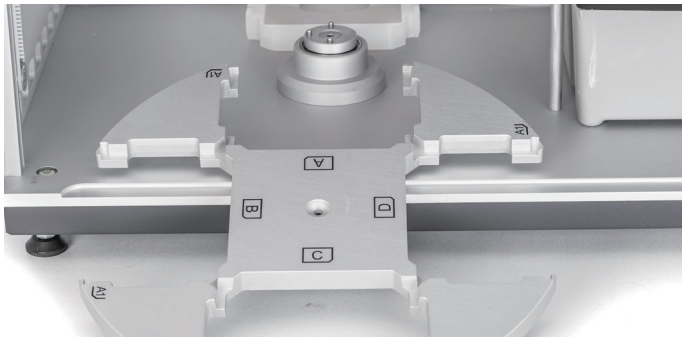

图 70. 清洁系统内部时，可拆除转盘以方便够触。
5. 用柔软干净的布清洁系统内部。布可以是干的，也可以使用适合残留物的清洁液略微沾湿。如果需要，可旋松中心旋钮以拆除转盘，以便更好地够触 (参见图 70) 。